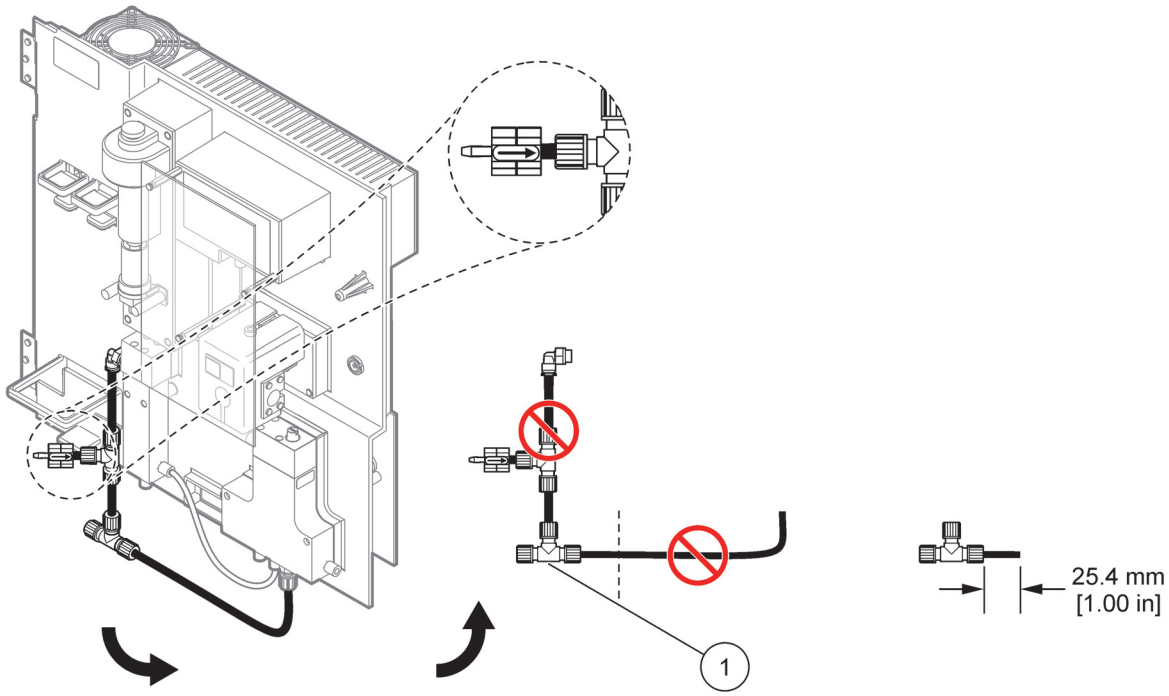

图 26 拆下 T 型连接装置
该 T 型连接装置用于连接排放管。要拆下 T 型连接装置，请参考 图 26 和以下步骤：
e. 将从分析仪 1 上拆下的排放管切下 25 毫米。将这一 25 毫米长的管道连接到分析仪 2 的 T 型连接装置上，将管道的另一端连接到从分析仪 1 上拆下的 T 型连接装置上。想了解如何拆下 T 型连接装置，请参考图 26 位于第 65 页。